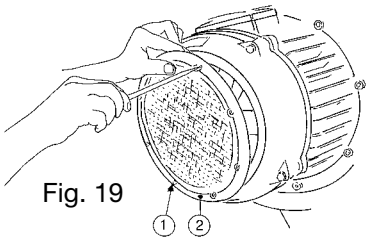

Fig. 19
Svitare le viti pos. 1 e togliere la griglia pos. 2, (Fig. 19); effettuare la misurazione in un punto qualsiasi fra la ventola freno (Fig. 20) e un piano della campana a freno bloccato. Effettuata detta misura spostare assialmente verso l'interno motore la ventola con l'ausilio di una leva ed effettuare un'altra misurazione registrando la differenza (Fig. 20). Qualora la differenza fosse superiore ai valori nominali (0,8/1,2 mm) procedere nel seguente modo:
- svitare le viti (Fig. 21) indi ruotare la ghiera di regolazione in senso orario recuperando lo spostamento assiale superiore al valore nominale, tenendo presente che un giro completo di ghiera equivale a 2 mm (Fig. 22). Effettuata l'operazione di recupero ripetere la misurazione a freno aperto (Fig. 20) verificando che lo spostamento assiale risulti nel valore nominale, ripristinare le viti e la griglia nelle loro posizioni (Fig. 19).